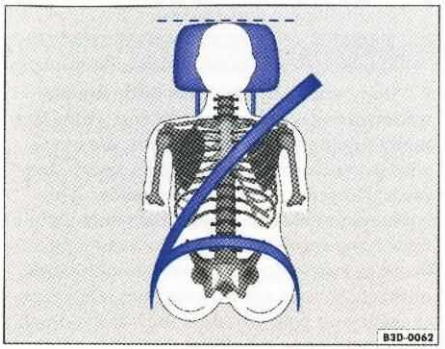
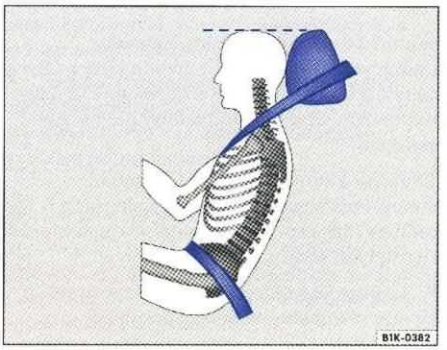

Rys. 54 Widziane z przodu: prawidłowo ustawiony zagłówek i prawidłowe ułożenie pasa
Rys. 55 Widziane z boku: prawidłowo ustawiony zagłówek i prawidłowe ułożenie pasa
– Zagłówek ustawić w taki sposób, aby górna jego krawędź znalazła się możliwie na jednej linii z górną częścią głowy – jednak nie niżej niż na wysokości oczu. Tylną część głowy utrzymywać możliwie blisko zagłówka ⇒ rys. 54 i ⇒ rys. 55.
– Należy pamiętać, że środkowego zagłówka w tylnym siedzeniu nie można regulować. Jeżeli położenie środkowego zagłówka nie odpowiada opisowi ⇒ rys. 54 i ⇒ rys. 55, ryzyko odniesienia obrażeń podczas wypadku znacznie wzrasta. W takiej sytuacji należy zmienić miejsce siedzące.